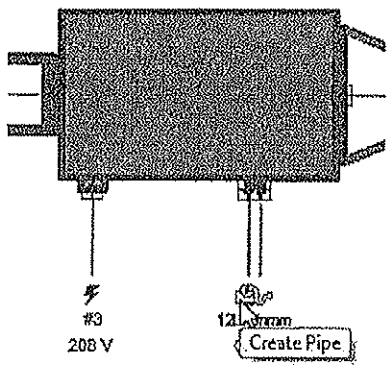

Figure 9–38
1. In the north wing, zoom in on the far left AHU and select it. Click on the Hydronic Return control that displays **Create Pipe**, as shown in Figure 9–38.